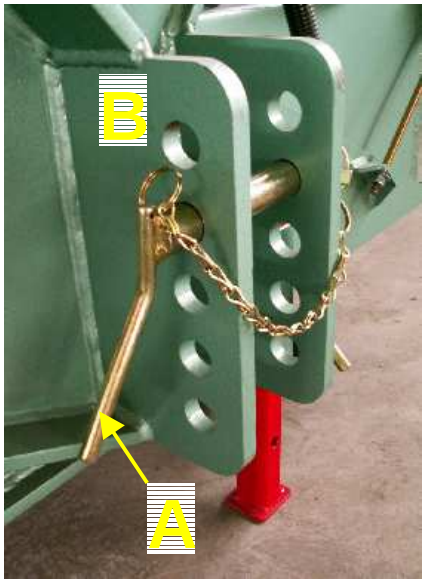

Figure 1
- Déposez les axes d'attelage supérieur et inférieur sur le vibreur (figure 1 et 2, repère A et C).
- Reculez le tracteur jusqu'à ce que les bras inférieurs de l'attelage du tracteur soient seulement quelques cm sous l'attelage du vibreur (figure1, repère B).